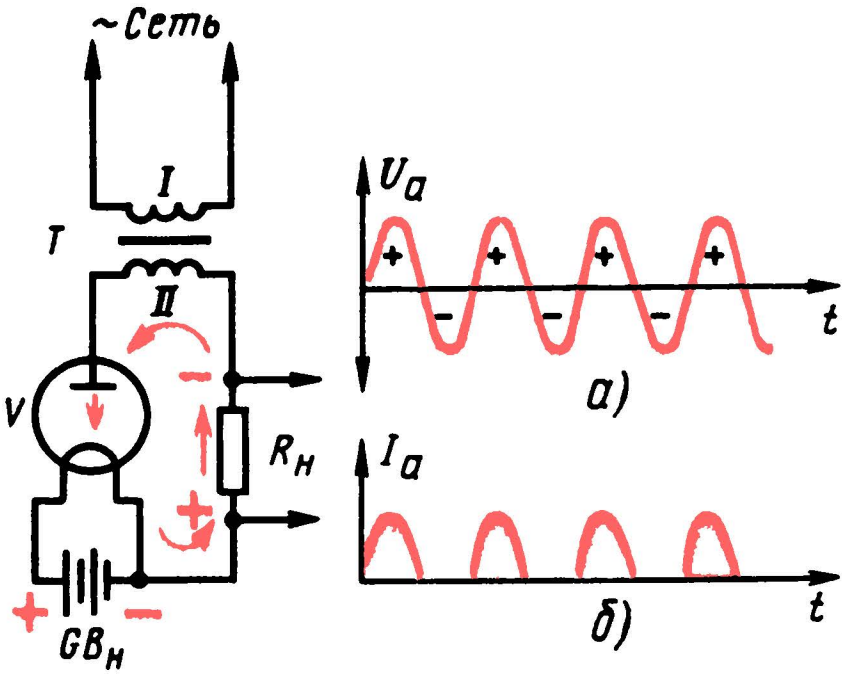

Рис. 218. Диод выпрямляет переменный ток
Обратимся к рис. 218. Здесь, как и в предыдущем примере, катод диода накаляется током батареи $GB_н$. На анод лампы подается перменное напряжение, источником которого служит вторичная (II) обмотка сетевого трансформатора Т. В этом случае напряжение на аноде периодически изменяется по значению и знаку (рис. 218, а). А так как диод обладает односторонней электропроводностью, ток через него идет только при положительном напряжении на его аноде. Говоря иными словами, диод пропускает положительные полуволны (рис. 218, б) и не пропускает отрицательных полуволн перменного тока. В результате в анодной цепи течет ток одного направления, но пульсирующий с частотой перменного напряжения на аноде. Происходит выпрямление переменного тока – явление, знакомое тебе по работе полупроводникового диода.